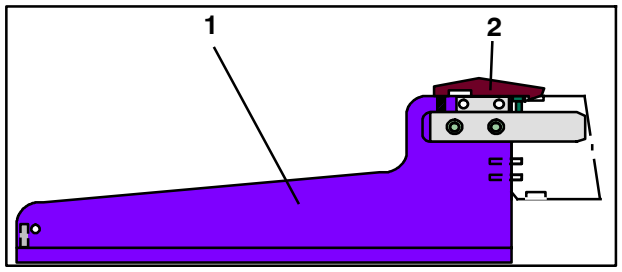
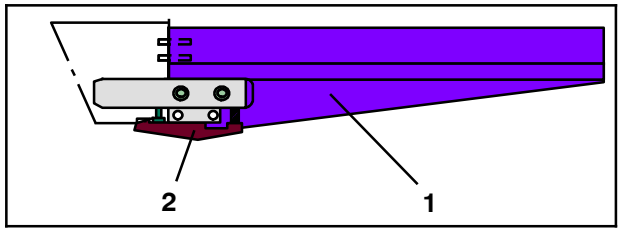

Fig. 44 Dispositif côté enrouleur
Fig. 45 Dispositif côté dérouleur
20. Sur les dispositifs (Fig. 44/1 et Fig. 45/1), actionner les cliquets (Fig. 44/2 et Fig. 45/2) et extraire les dispositifs